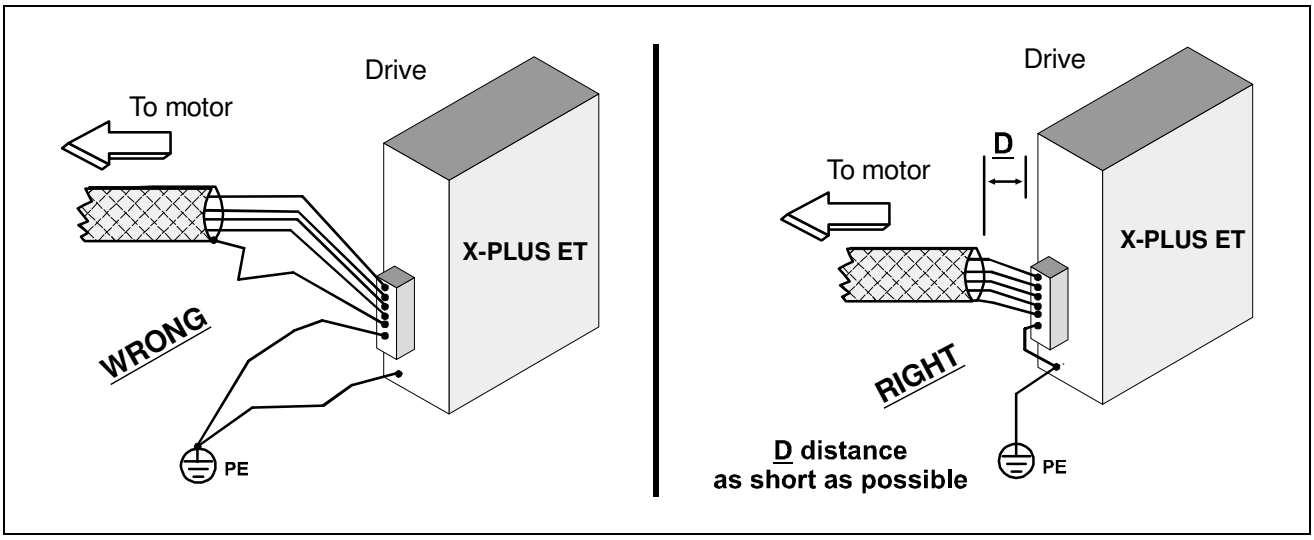

Fig. 14 - **Shielded connection at drive side.**
- Connect earth line to motor chassis. To reduce the radio-frequency emissions, the mechanical connection of motor to machine chassis (by means of mounting flanges and screws), is typically simple and effective solution. In this case, both screws and chassis must be of conductor material and the chassis must be connected to earth. See Fig. 14.